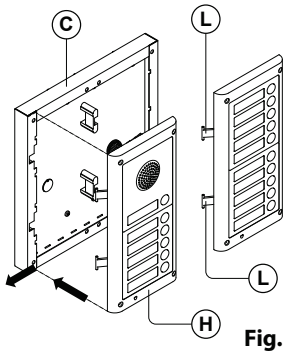
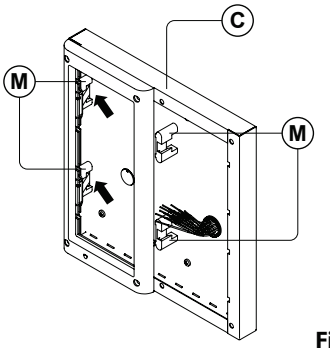

Fig. 72
Fig. 73
5. When you have more than one support frame, hook the support frame to the surface box starting from the left. For convenience we will describe how to attach the left frame but the same procedure must be carried out for the right frame. As shown in **Fig.72,** hook the module support frame Ⓗ (complete with modules) to the surface box Ⓒ moving the frame as suggested from the pointers. Ensure that the pivots Ⓛ **(Fig.72)** go inside the relevant hinge housing Ⓜ as shown in **Fig.73**;